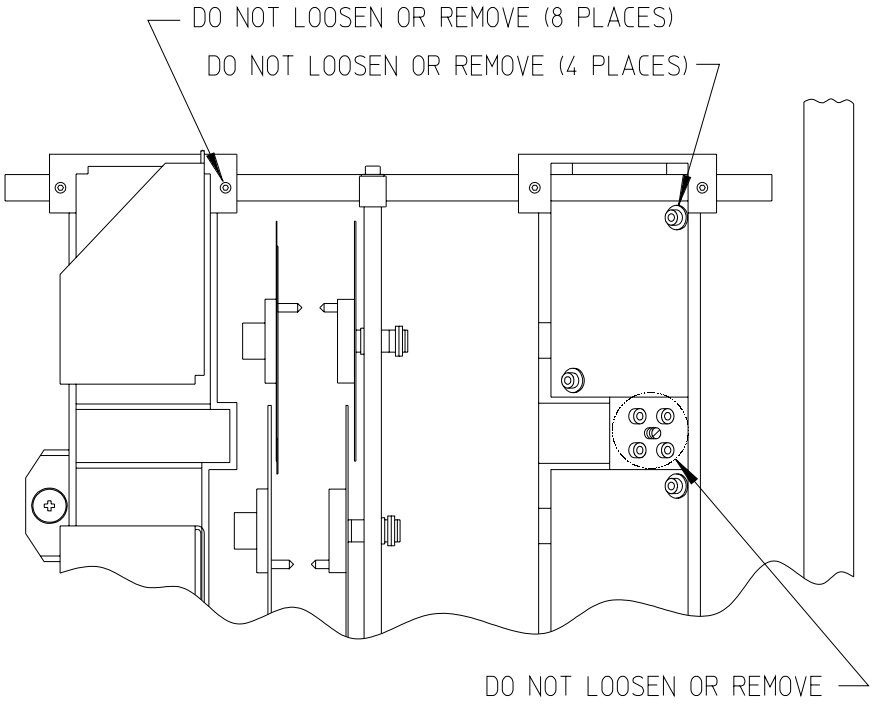

FIGURE 3-1. Screws Securing Projection Assembly Alignment
- Certain screws on the projection assembly secure critical alignment of the optical path. ***It is essential that you NOT LOOSEN these screws (see Figure 3-1)***. Alignment of the projection assembly can only be done at the factory using special equipment.